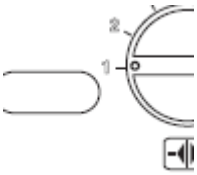

рис. 9.17
• Чтобы выйти из программирования установите переключатель функций 3 на OFF (см. рис. 9.17).